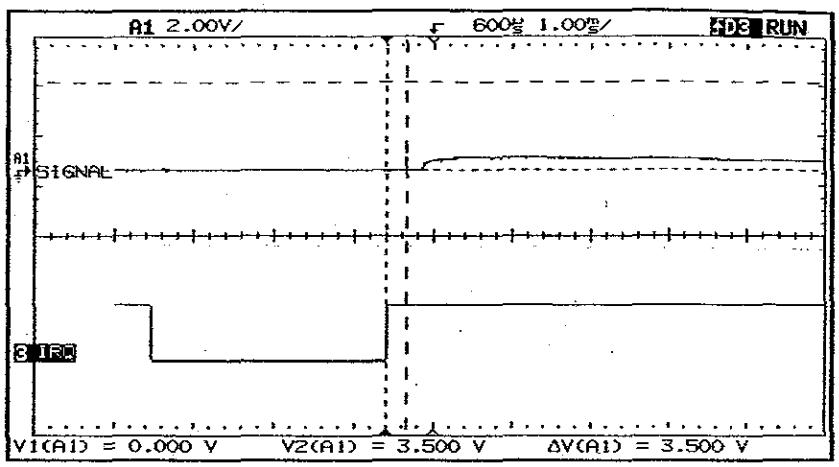

Figure 78
8. Carefully tilt the Monitor. Verify that after ≈270µs from the rising edge of TP4, there is no pulse >3.5V (see Figure 78).